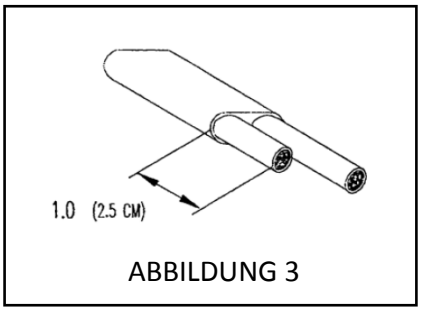

ABBILDUNG 3
2.2 Schneiden Sie die Zuleitungen auf 2,5 cm zu (Abb. 3).